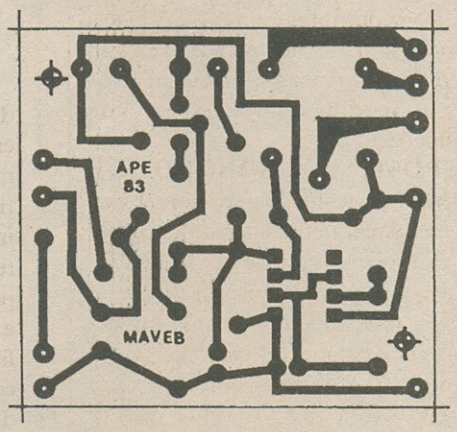

Fig. 2
- FIG. 2 - *LAY OUT* DO CIRCUITO IMPRESSO ESPECÍFICO - Lado cobreado da placa, com o padrão de ilhas e pistas visto em tamanho natural (escala 1:1). É só copiar diretamente sobre a face metalizada de um fenolite *virgem* nas indicadas dimensões, efetuar a traçagem (a recomendação vai para os práticos e elegantes decalques ácido-resistentes...), corrosão, limpesa, furação, nova limpesa e conferência final, conforme exaustivamente descrito em artigos específicos anteriormente publicados aqui em **APE**... Se o caro leitor apenas agora estiver chegando à turma, nossa recomendação é que leia - primeiro - com atenção as **INSTRUÇÕES GERAIS PARA AS MJONTAGENS**, além de providenciar a aquisição dos números atrasados da Coleção da Revista (e também da publicação **ABC DA ELETRÔNICA**, já extinta, porém com os exemplares ainda disponíveis - vejam Cupom específico para o pedido, em outra parte da presente **APE**...), onde recolherá imprescindíveis dicas e recomendações práticas para a boa realização, aproveitamento e utilização da técnica de circuito impresso...